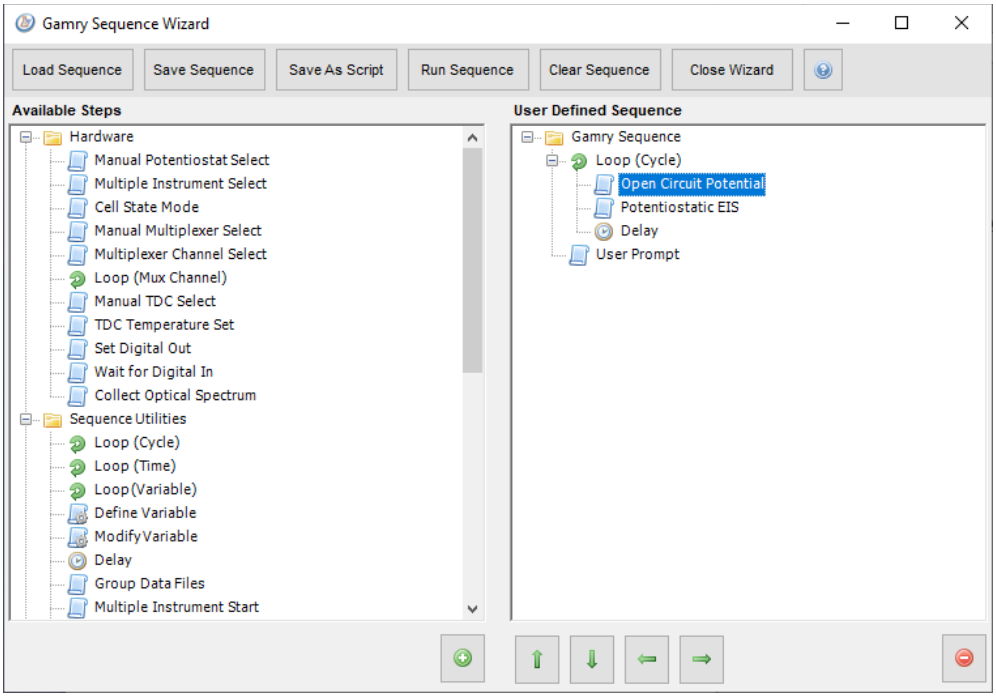

Figure 11b. Gamry Sequence Wizard window
- From Gamry Framework menu, select Experiment→Sequence Wizard. It brings up a window (Figure 11b)
- Pick the desired steps from the Available Steps panel (left panel in Figure 11b) and move them to the right (User Defined Sequence panel). For EIS measurement, the following steps are suggested:
(1) Loop (cycle): This step creates a sequence runs at a desired time period.
(2) Open Circuit Potential: An 'Open Circuit Potential' MUST be included before each individual EIS is run in a sequence of measurements since the open circuit potential is required prior to each EIS measurement.
(3) Potentiostatic EIS: This step is similar to the one described in Section 2.8.7.1. User needs to enter Test Identifier, Output File, Notes, and other parameters in the window.
(4) Delay: This step specifies how long (hours/minutes/seconds) is the delay before next EIS measurements. No standard interval is required, but 1-2 hours is suggested for corrosion experiments,
(5) User Prompt: This step prompts a message (e.g., 'EIS Cycles are Done! Press OK to continue...') when a sequence of EIS runs are completed.